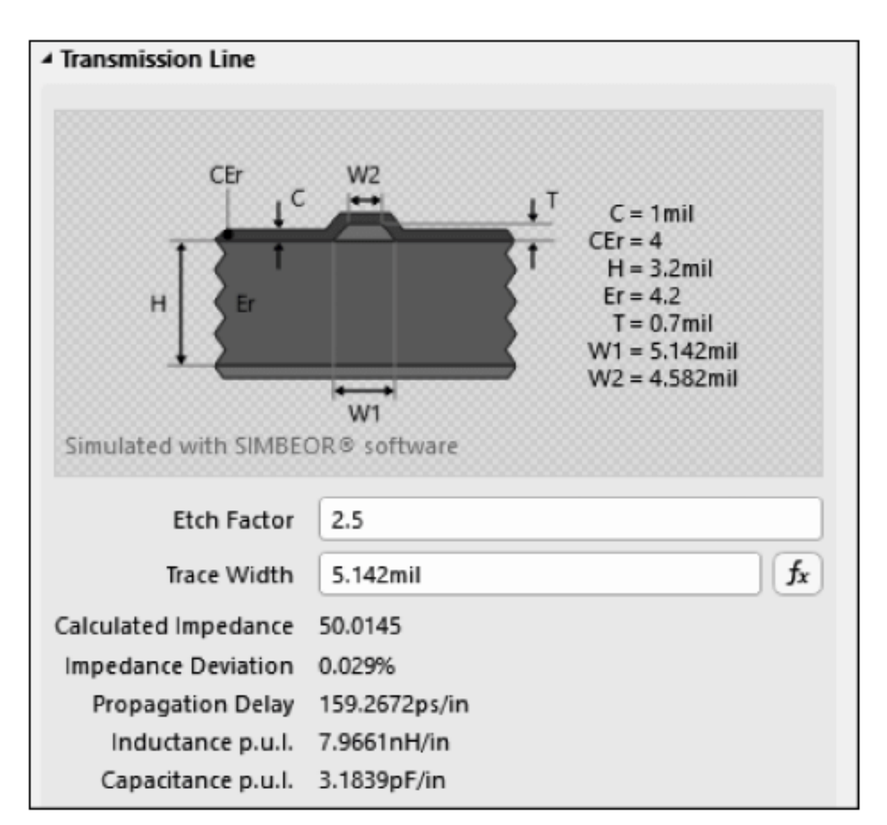

图 3-32　顶层单端信号阻抗计算结果
③ 在 Transmission Line 选项组即可看到 50Ω 的阻抗,计算出的线宽为 5.142mil,如图 3-32 所示。